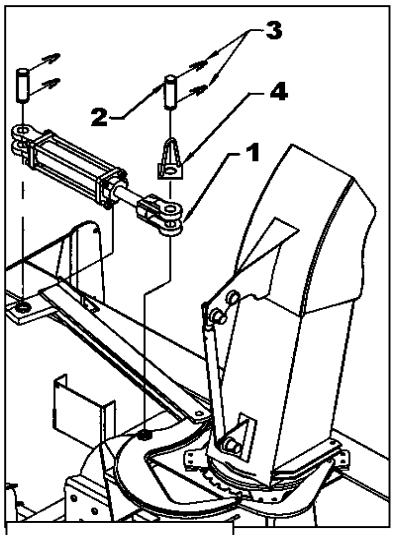

Figure 9A
4. **(FIGURE 9A)** Enlever une goupille en épingle (item 3) de la goupille 1" (item 2) côté tige du cylindre de la rotation, insérer le support de boyau (item 4) dans la goupille 1" et remettre la goupille en épingle.